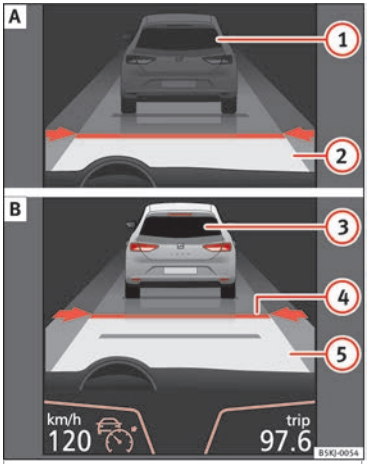
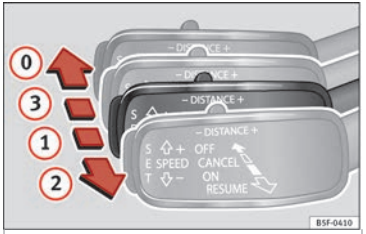
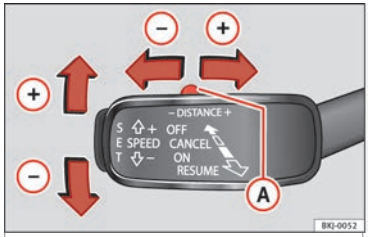

Fig. 163 On the instrument panel display: (A) ACC inactive (Standby). (B) ACC active.
Fig. 165 On the left of the steering column: third lever for operating the Adaptive Cruise Control.
Fig. 166 On the left of the steering column: third lever for operating the Adaptive Cruise Control.
Indications on the display ››› **Fig. 163**:
When the Adaptive Cruise Control (ACC) is connected, the green control lamp will light up on the instrument panel, and the programmed speed and ACC status will be displayed »» Fig. 163.
Once you have begun driving, press button **SET** ››› Fig. 166 to set the current speed as the vehicle's cruising speed and activate the ACC.. If you want to increase or reduce speed at intervals of 1 km/h (0.6 mph), move the lever to position (2) ››› Fig. 165 or press button **SET**.
The programmed speed can be modified when the vehicle is stopped or while driving, as preferred. Any modification to the programmed speed is shown on the bottom left part of the instrument panel display ››› Fig. 163.
To increase/reduce the distance one level, press the rocking button again towards the left/right ››› Fig. 166 (A).
- To activate the ACC, press button **SET** or move the third lever of the ACC to position (2) ››› Fig. 165. At this point, the image of the ACC on the instrument panel display will change from *Inactive* (Standby) mode to *Active* ››› Fig. 163 mode.
To disconnect the ACC, move the lever to position (0) ››› Fig. 165 (engaged). At this point, the **ACC deactivated** message will be displayed and the function will be totally deactivated.
If you do not wish to disconnect the ACC but rather switch it to in active mode (Standby) temporarily, move the third lever to position (3) ››› Fig. 165 or press the brake pedal.